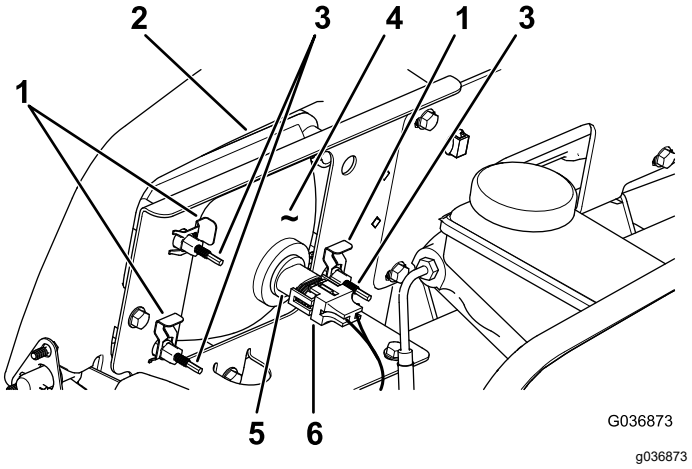

Figur 43
3. Koppla loss kablagets elektriska anslutning från lampenhetens kontakt (Figur 43).
4. Ta bort snabbklämmorna som fäster strålkastaren vid strålkastarfästet (Figur 43).
5. Demontera strålkastarenheten genom att flytta den framåt genom öppningen i den främre stötdämparen (Figur 43).
6. För in den nya strålkastaren genom öppningen i stötdämparen (Figur 43).
8. Anslut kablagets elektriska anslutning till lampenhetens kontakt (Figur 43).
2. Gå till baksidan av strålkastarenheten och vrid på justerskruvarna (Figur 43) för att svänga på enheten och rikta in ljuskäglan.